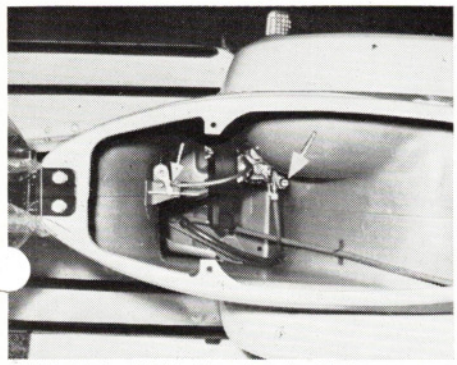

Bild 1: Linker Pfeil: Hier wird der Starterzug ausgehängt; rechter Pfeil: Die Schraube für den Klemmring.
2. Starterzug am Vergaser aushängen (Bild 1).
3. Mit Schraubenzieher oder Steckschlüssel 8 mm SW-Schraube für Klemmring am Vergaser (Bild 1) lösen.